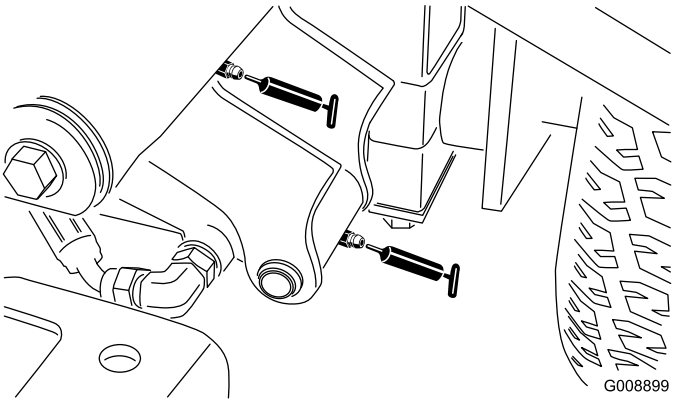

Figur 36
- Främre vänster lyftarmstapp och lyftcylinder (2) (Figur 36)